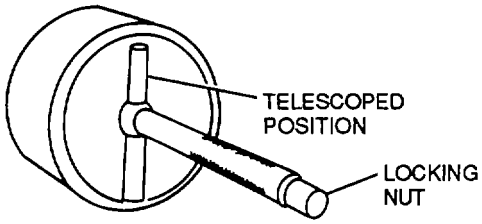

Figure 3-78. Measuring Hole With Telescoping Gauge
(1) Loosen the knurled nut at the end of the handle.
(2) Telescope the adjustable end of the gauge of a size slightly smaller than the hole, and retighten the nut.
(3) Insert the gauge into the hole as shown in figure 3-78.
(4) Loosen the nut to permit the spring-loaded adjustable end to expand to the hole diameter, and tighten the nut. The spring-loaded feature will assure proper contact.